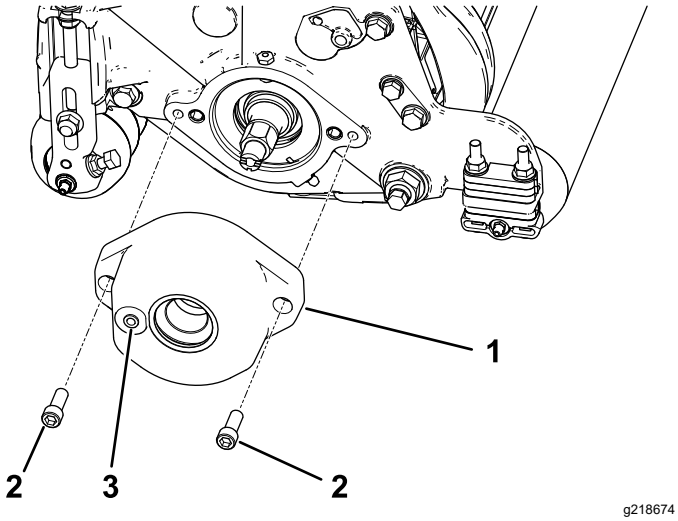

図 5
3. 用 2 个六角螺栓 将滚筒刷架安装到滚刀轴承座上请参阅図 5。